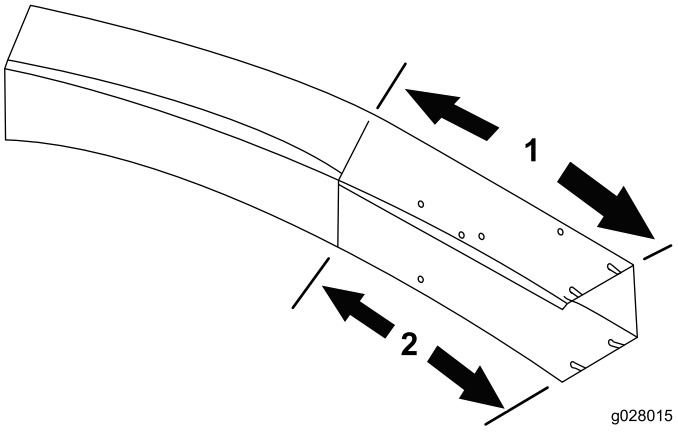

Figur 18
1. Bruk dimensjonene vist i Figur 18 til å merke rammen ved hjelp av et målebånd.